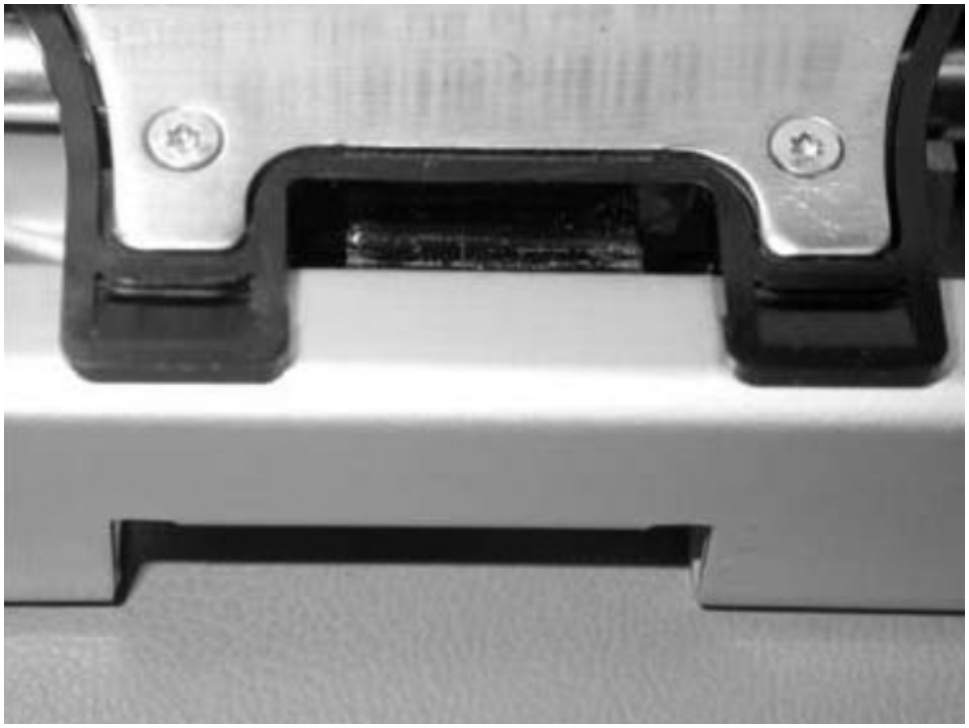

Figure 7-120. Slide slot over edge
2) Slide the picker over the sheet metal edge on the M2 Robot Assembly, as shown in Figure 7-120